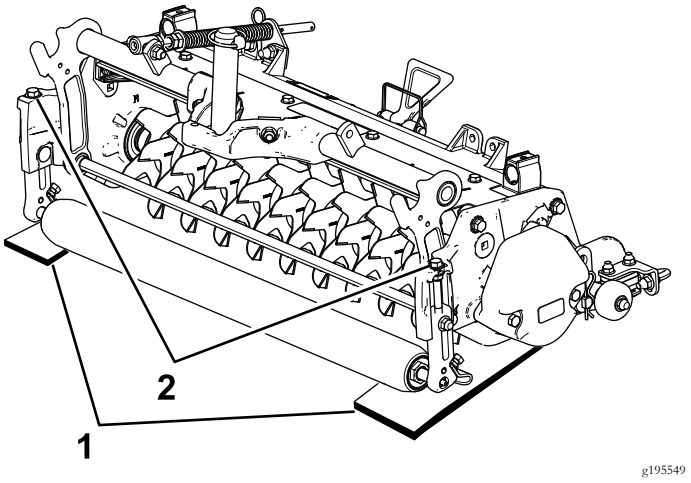

Figure 9
2. Place 2 gauge bars, which have the desired depth of blade penetration below the ground, under the front and rear rollers of the verticutter reel (on each end of the reel) (Figure 9).
3. Turn the adjusting bolt on each height-of-cut bracket (Figure 9) so that the reel blades come in contact with the level surface on both ends.